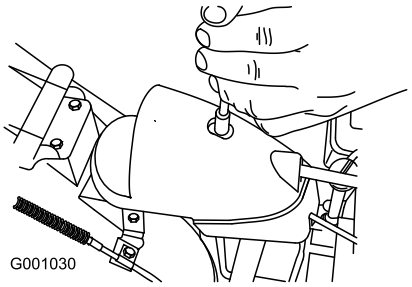

Rysunek 51
1. Wyjmij mocowanie na osłonie przekładni (Rysunek 51), unieś przód osłony, przesuń ją do tyłu, aby nie przeszkadzała.